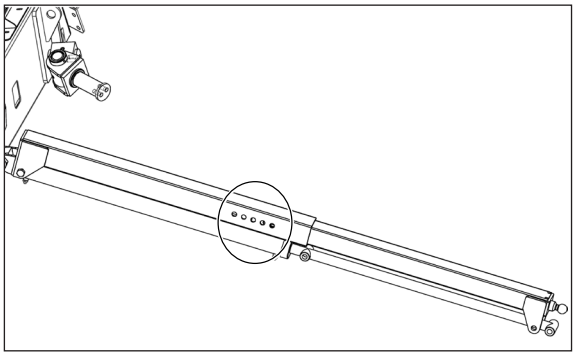

Figure 6.17 - Auxiliary Conveyor Safety Pin
9. When the auxiliary conveyor is in the required position fit the safety pin to the telescopic support leg, Reference: Figure 6.17.